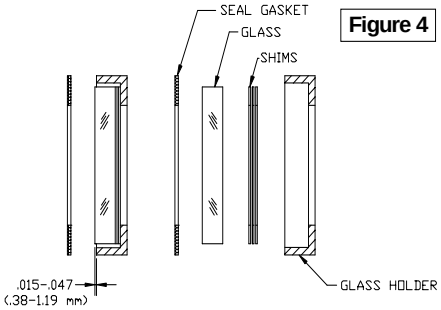

Figure 4
a) A glass holder is used to reduce compressive forces. *(Figure 4)*